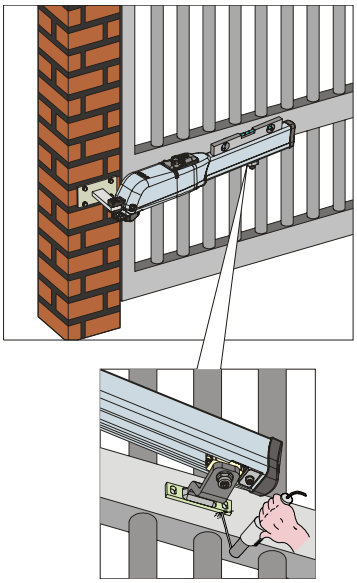

Abb. 13
6) Den Flügel schließen und dabei den Antrieb perfekt waagrecht halten und den Befestigungspunkt des vorderen Bügels bestimmen (Abb. 13)
7) Den vorderen Bügel provisorisch mit Hilfe von zwei Schweißpunkten befestigen (Abb. 13).